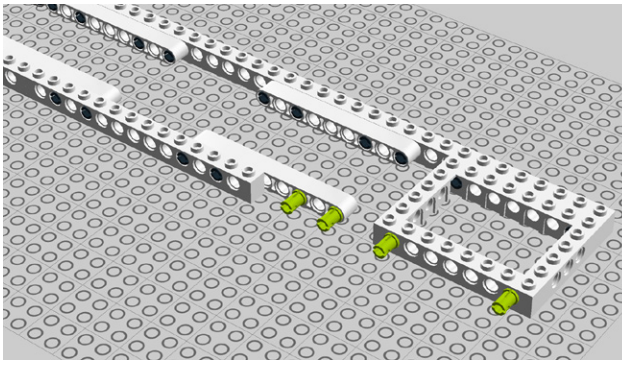

Figure 8-73. *Step 68: Adding even more pegs*
68. Add four connector pegs. The neck is nearly done (Figure 8-73)!